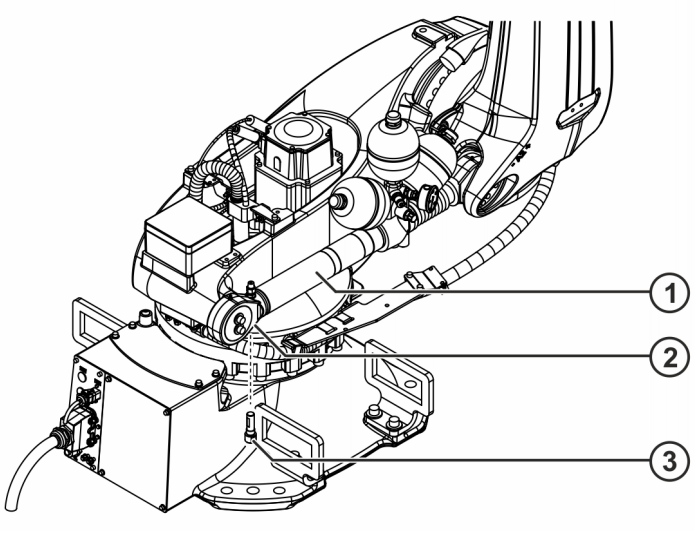

Fig. 8-16: Counterbalancing system, locking pin
1. Slacken and remove the screw plug (>>> *Fig. 8-16*).